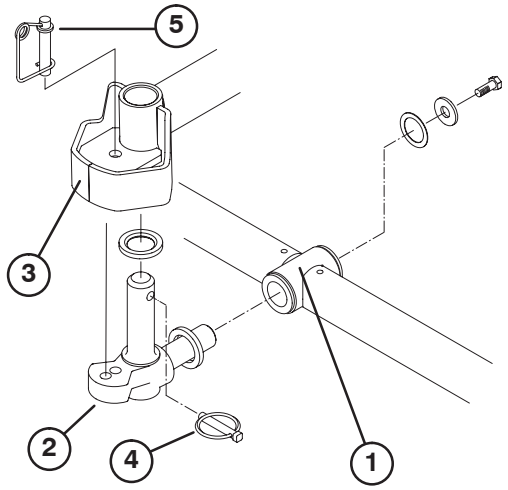

Figura 4
6. Introduzca una arandela de empuje en el eje horizontal del pivote tal y como muestra la Figura 4.